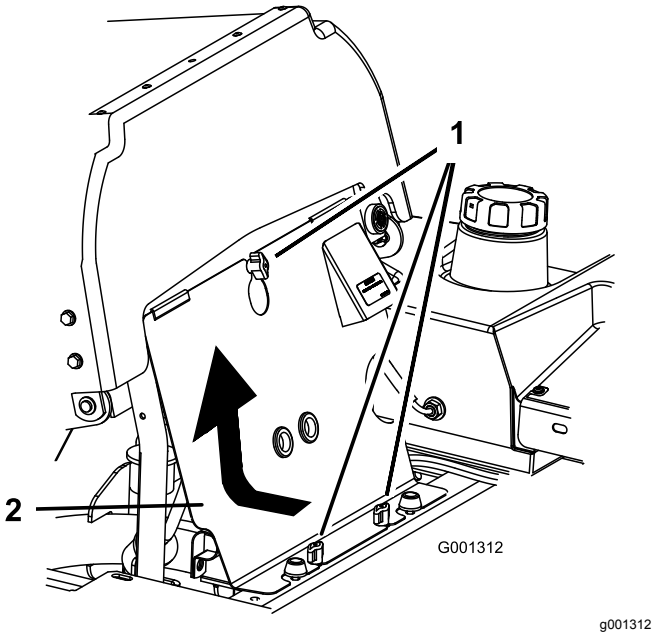

Figur 71
3. Lossa rattarna på den främre motorkåpan och ta bort panelen (Figur 71).